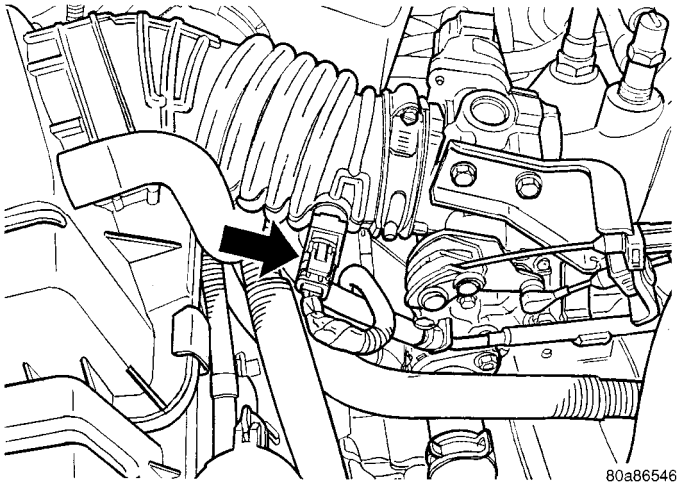

Fig. 12 IAT Sensor 2.4L
(1) Disconnect the negative battery cable.
(2) Disconnect the inlet air temperature sensor (Fig. 12).
(1) Install air box into vehicle and onto the locating pin.
(2) Install bolt to hold air box to the upper radiator cross member.
(3) Install the inlet hose to the throttle body.
(4) Connect the inlet air temperature sensor (Fig. 12).
(5) Connect the negative battery cable.